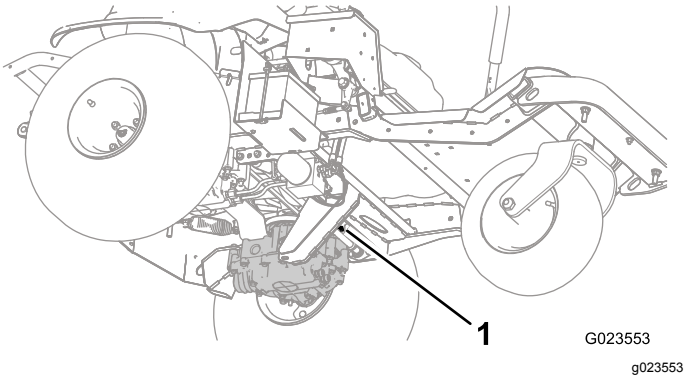
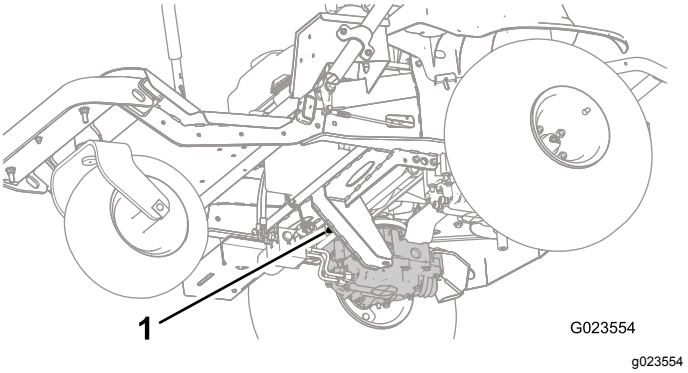
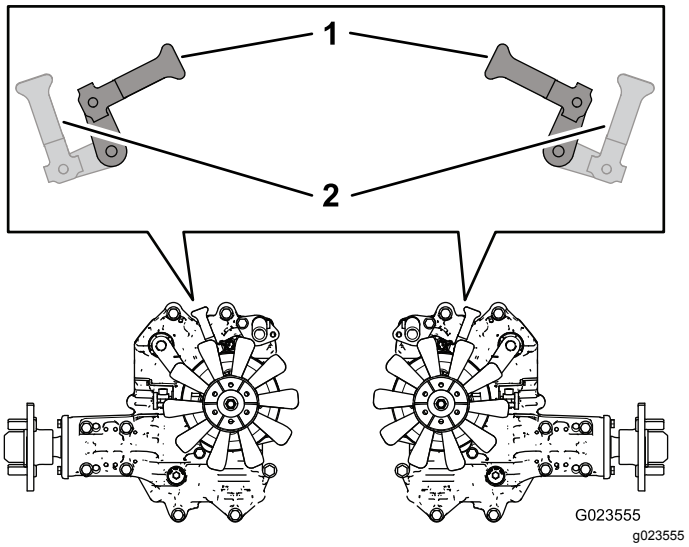

**Рисунок 27**
**Рисунок 28**
**Рисунок 29**
2. Под днищем машины поверните рычаги перепускных клапанов (Рисунок 27 и Рисунок 28) так, чтобы они были направлены внутрь, в сторону средней части машины (Рисунок 29), и выключите стояночный тормоз; см. раздел Использование стояночного тормоза (страница 26).
3. После завершения толкания или буксировки машины поверните рычаги перепускных клапанов так, чтобы они были направлены в сторону передней части машины, чтобы машина могла перемещаться своим ходом (Рисунок 29).